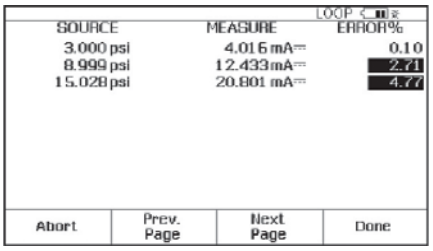

图 26.
10. DPC 完成评估后，将显示测试后汇总屏幕，显示有SOURCE (输出)、MEASURE (测量)和ERROR (误差)栏(图 26)。按“Done”(完成)键。